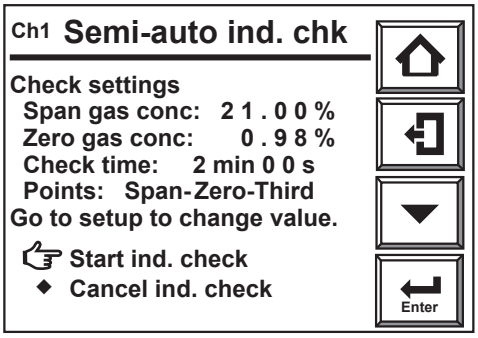

Figure 10.21 Indication Check Start
3) Select the channel to perform indication check. The screen of Figure 10.21 is displayed.